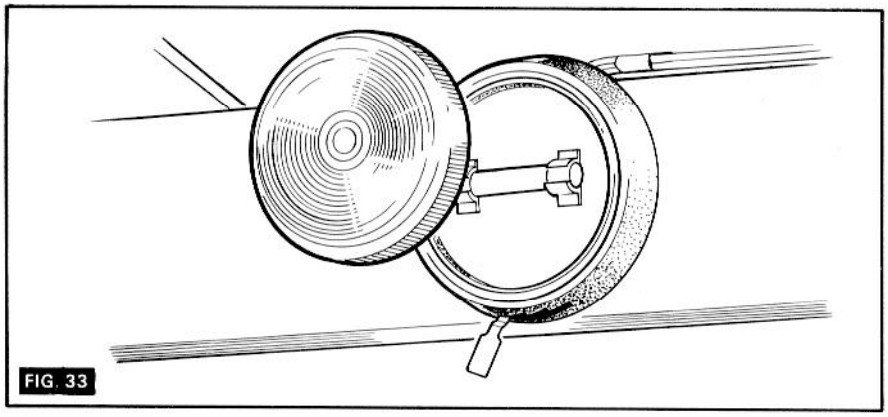

FIG. 33
4. *Enclairage intérieur* (*Fig. 33*)